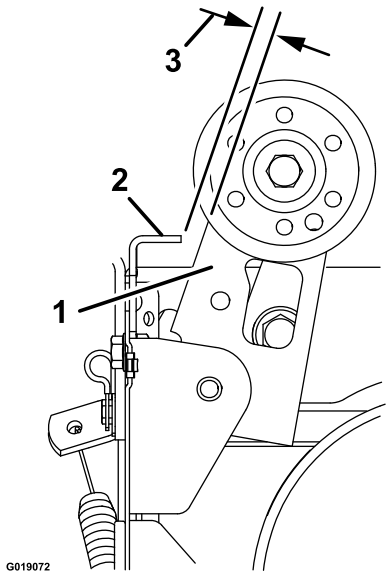

Figura 36
3. Regolate il tornichetto finché la distanza tra il gruppo frizione della spazzola e la linguetta non è pari a 3,2 mm (Figura 36).